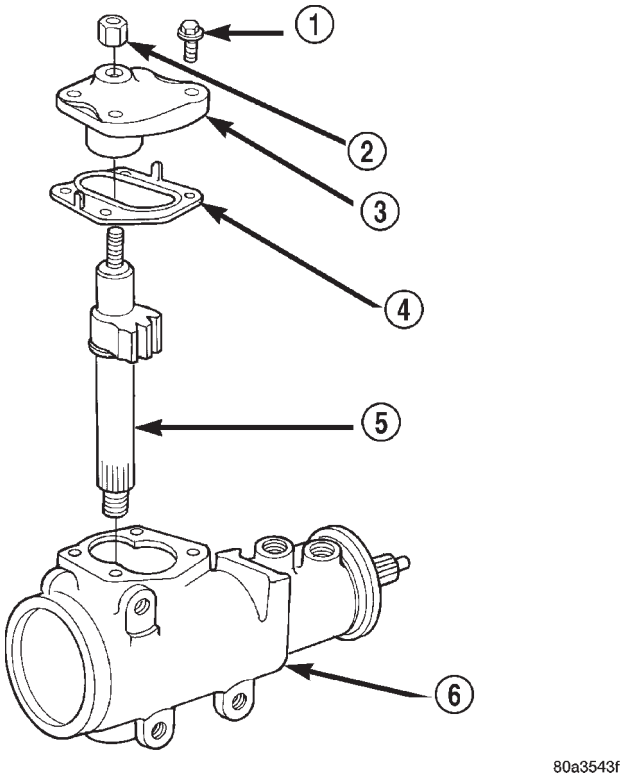

Fig. 16 Side Cover and Pitman Shaft
(1) Clean exposed end of pitman shaft and housing with a wire brush.
(2) Remove preload adjuster nut (Fig. 16).
(3) Rotate the stub shaft with a 12 point socket from stop to stop and count the number of turns.
(4) Center the stub shaft by rotating it from the stop 1/2 of the total amount of turns.
(5) Remove side cover bolts and remove side cover, gasket and pitman shaft as an assembly (Fig. 16).